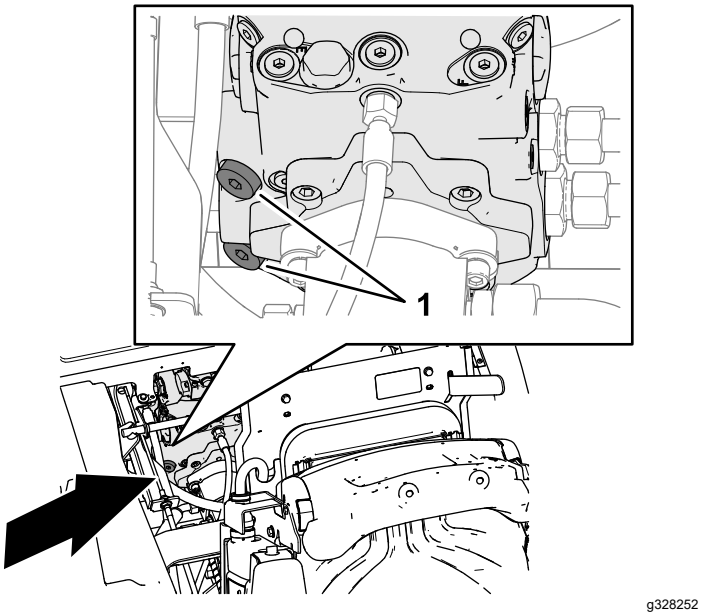

Figur 38
3. Bruk en unbrakonøkkel på 8 mm (5/16 tomme) til å rotere de to skruehodene med innvendig sekskant på girpumpens avlastingsventiler tre omdreidninger med klokken (Figur 38).